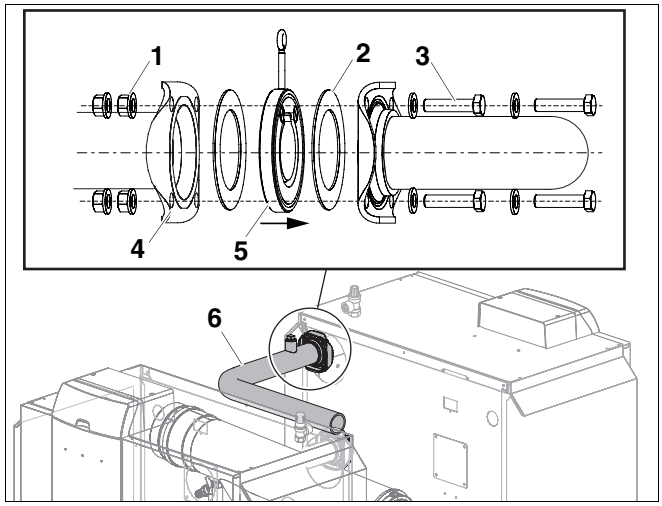

Fig. 5 Montaggio del collegamento di mandata sulla prima caldaia
- La valvola antiritorno (fig. 5, **pos. 5**) rimane montata alla mandata nella direzione del flusso.
- Disporre la guarnizione (fig. 5, **pos. 2**) sulla valvola antiritorno.
- Avvitare la flangia del tubo a saldare (fig. 5, **pos. 6**) sulla flangia della mandata (fig. 5, **pos. 4**) della caldaia servendosi di quattro viti (fig. 5, **pos. 3**) e dadi (fig. 5, **pos. 1**).